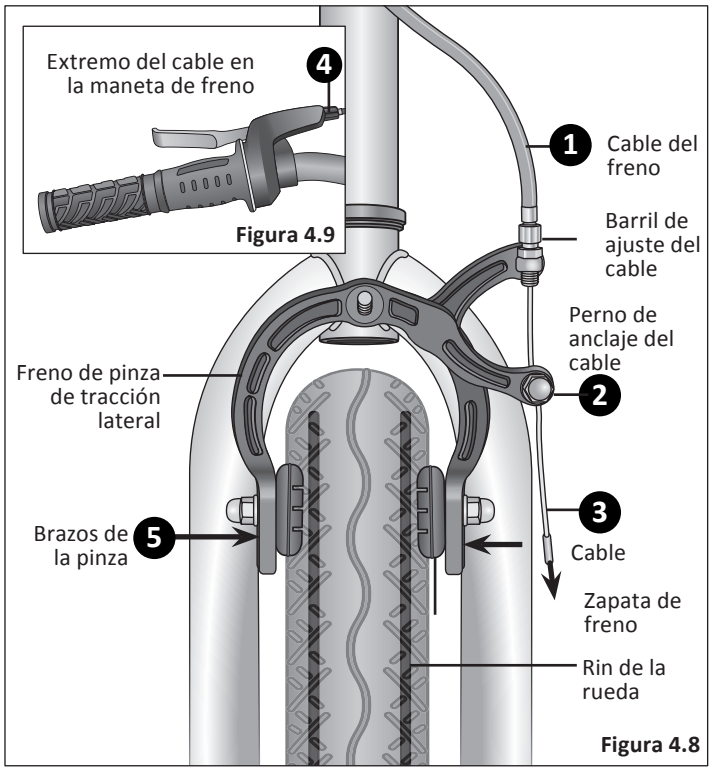

Figura 4.8
1. Si se desconecta el cable del freno en la pinza, haga pasar el cable de freno a través del barril de ajuste. **Figura 4.8**